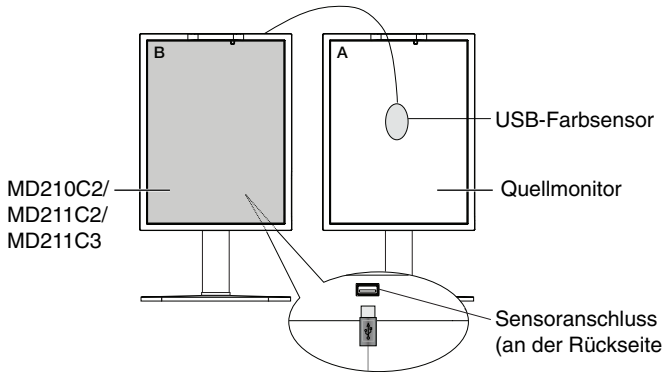

Abbildung C.1
1. Um das Menü KALIBRIERUNG anzuzeigen, schließen Sie den USB-Farbsensor am Sensoranschluss an (**Abbildung C.1**), oder wählen Sie im erweiterten Menü die Option EIGENSTÄNDIGE KALIBRIERUNG aus (Seite 23).
4. Sie werden aufgefordert, den USB-Farbsensor in der Mitte des Bildschirms zu platzieren (**Abbildung C.4**). Neigen Sie den Monitor um etwa 5 Grad nach hinten, und platzieren Sie den USB-Farbsensor in der Mitte des Bildschirms (**Abbildung C.1**).